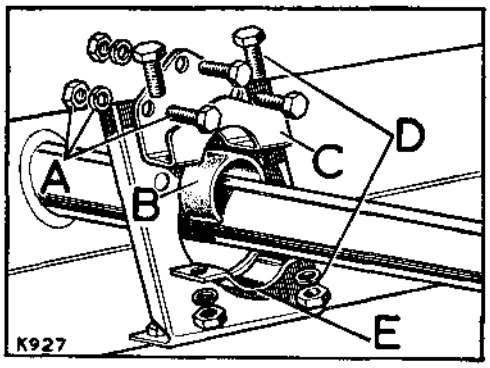

**Fig. G1-42. Clamp and seal for steering column**
4. Fit the seal and clamp to the steering column and dash support bracket, see Fig. G1-42.